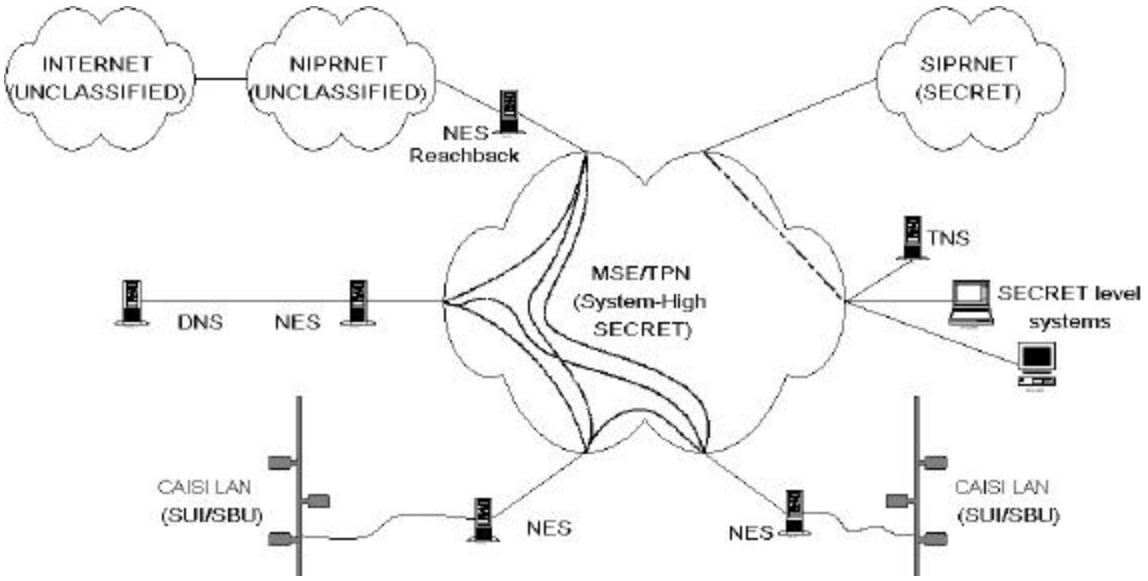

Figure I-24 NES Gateway
c. NES Gateway - Both classified and unclassified exist on the same physical network, but never see each other. NES separates the unclassified users from the classified user side of the network. In Figure I-24, the cloud with dotted lines around the NES's represents the tunnel effect from NES's to NES's.